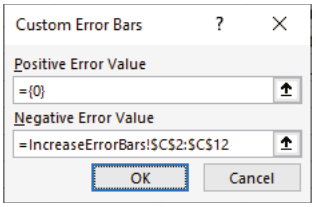

Figure 9.22: The Custom Error Bars dialog
5. Select Custom under Error Amount and click the Specify Value button to show the Custom Error Bars dialog. Change Positive Error Value to `={0}` and Negative Error Value to the range C2:C12. Figure 9.22 shows the completed Custom Error Bars dialog. Click OK when you've made the changes.